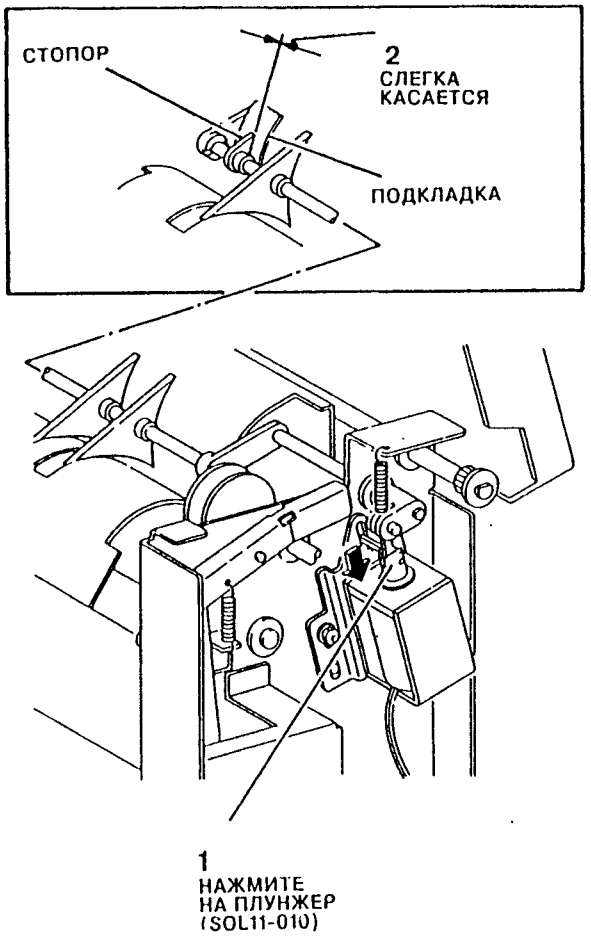

Рис. 1. Проверка зазора
3. Нажмите на плунжер соленоида отклоняющего устройства (SOL11-010) и проверьте, что стопор отклоняющего устройства слегка касается резиновой подкладки (Рис. 1).